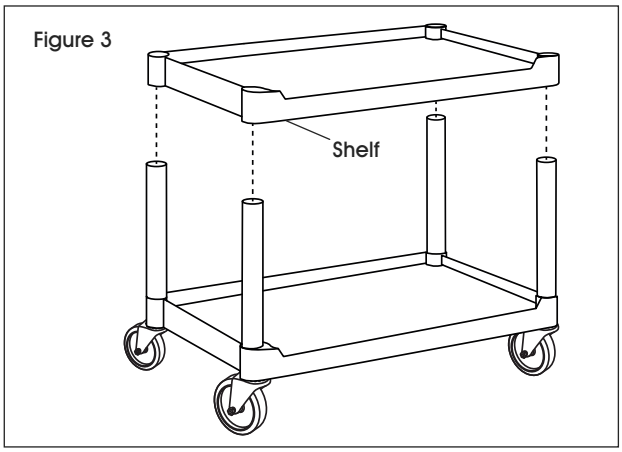

Figure 3
3. Connect underside of shelf to top of each upright. (See Figure 3)